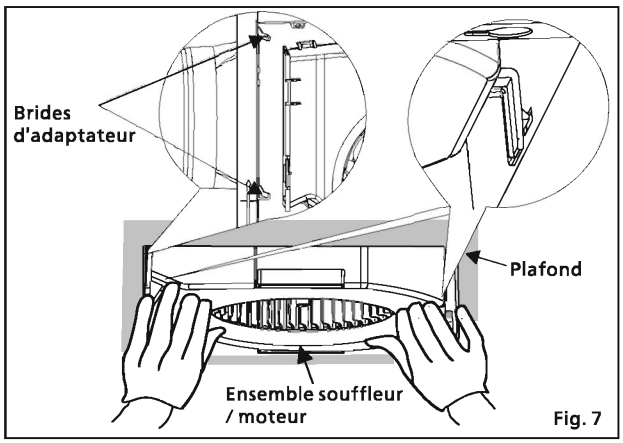

Fig. 7
1. Insérez l'ensemble souffleur / moteur en le glissant dans les brides d'adaptateur. Ensuite, appuyez sur l'ensemble souffleur / moteur dans le boîtier du ventilateur jusqu'à ce que le souffleur « s'enclenche » en place pour la fixation temporaire. (Voir Fig. 7)